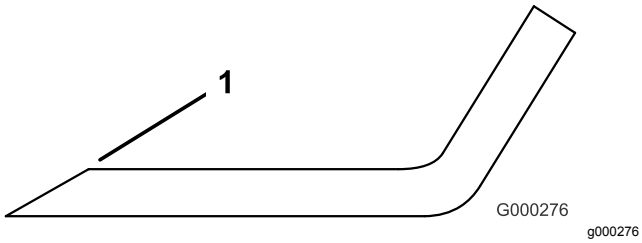

Figur 133
4. Slipa knivseggarna om de är slöa eller hackiga (Figur 133).